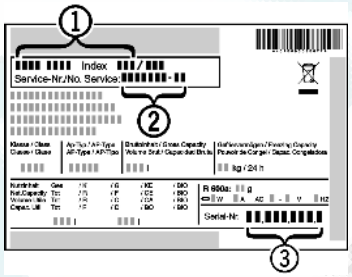

Fig. 20
▶ Наименование устройства *Fig. 20 (1)*, сервисный № *Fig. 20 (2)* и серийный № *Fig. 20 (3)* считайте с заводской таблички. Заводская табличка находится внутри устройства слева.
▶ Обратитесь в сервисную службу и сообщите вид неисправности, наименование устройства *Fig. 20 (1)*, сервисный № *Fig. 20 (2)* и серийный № *Fig. 20 (3)*.